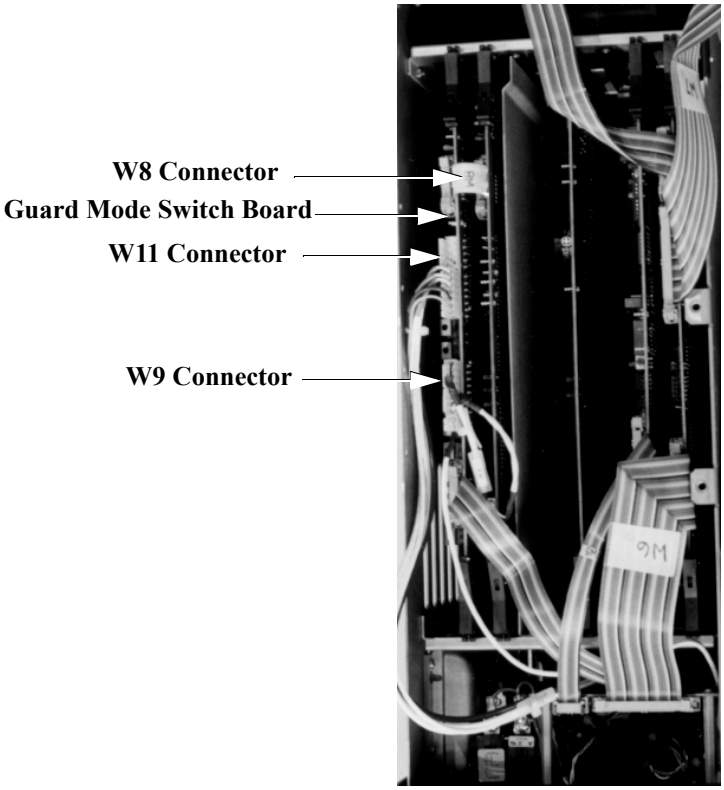

Figure 4.34 Guard Mode Switch Board
Note the location of the Guard Mode Switch Board in Figure 4.24 on page 4-49 and in Figure 4.34 below. Take the following steps to replace it:
1. If it has not already been done, remove the card cage cover. See ”Removing the Card Cage Cover” on page 4-48. The Guard Mode Switch Board will be visible as in Figure 4.34.